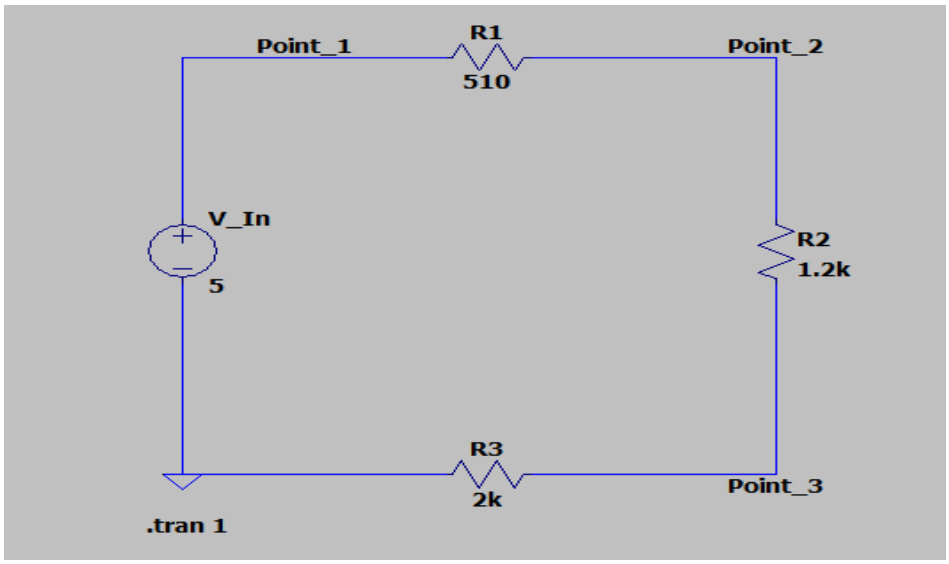

Fig. 5. LTSpice Voltage Divider Circuit with Values
- Figure 5 shows an example schematic of the voltage divider circuit.